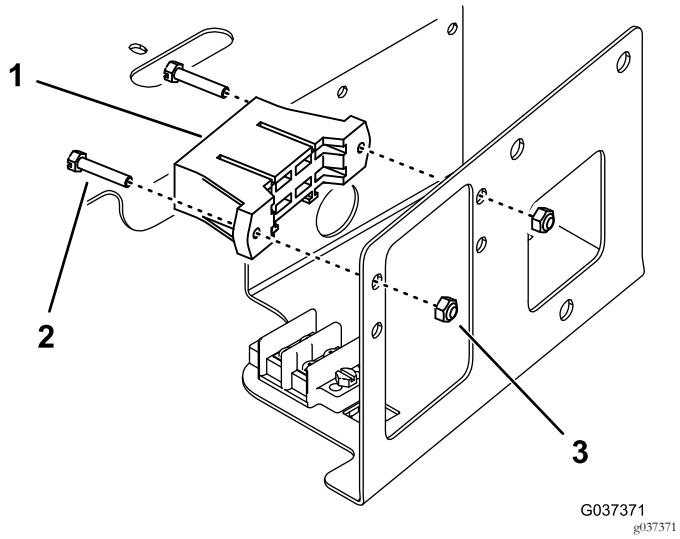

Bild 4
4. Befestigen Sie den Sicherungsblock mit zwei Schrauben und Sicherungsmuttern an der Seite des Fachs über dem vorhandenen Sicherungsblock (Bild 4).